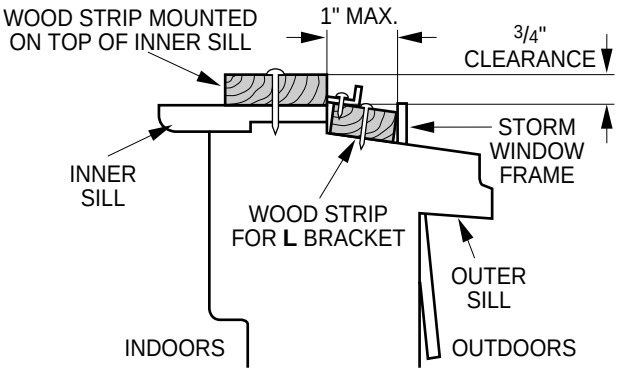

Figure 3
2. If storm window presents interference, fasten a 2" wide wood strip to the inner window sill across the full width of the sill. The wood strip should be thick enough to raise the height of the window sill so that the unit can be installed without interference by the storm window frame. See Figure. 3. Top of wood strip should be approximately 3/4" higher than the storm window frame (STORM WINDOW FRAME) or wood strip (OUTDOORS) to help condensation to drain properly to the outside.
3. Install a second wood strip (approximately 6" long by 11/2" wide and same thickness as first strip) in the center of the outer sill flush against the back off the inner sill. This will raise the L bracket as shown Figure. 3.